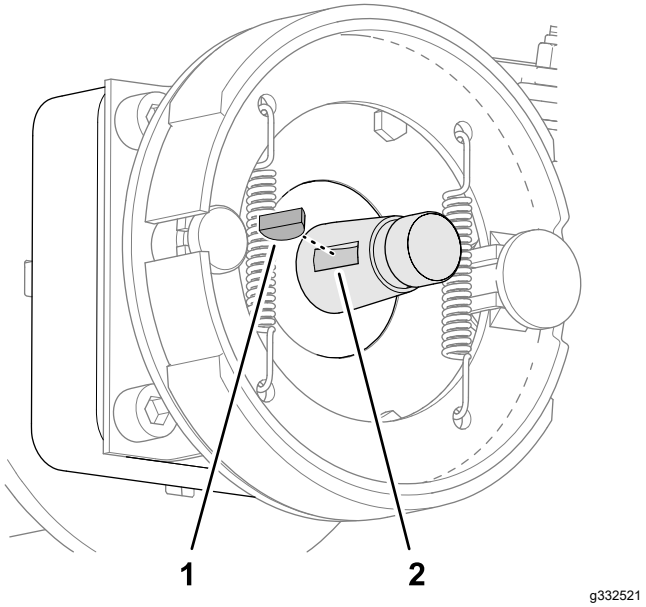

Figur 77
5. Fjern Woodruff-federen fra hjulmotorakslen (Figur 77).